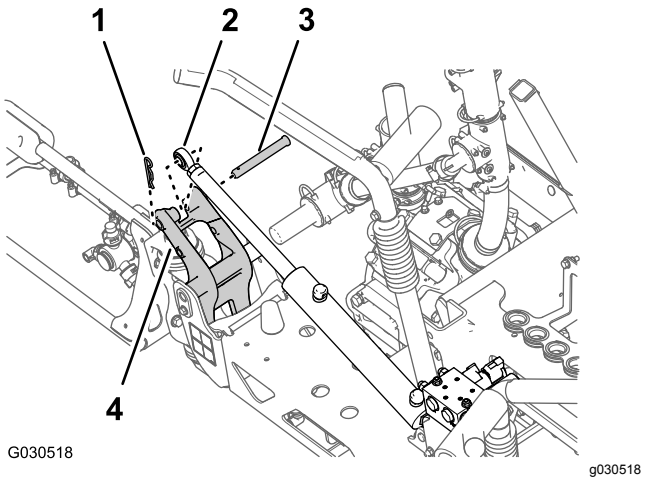

Figur 63
3. Ta bort hårnålssprinten och sprintbulten som fäster stångänden av lyftcylindern på tappfästet (Figur 63).